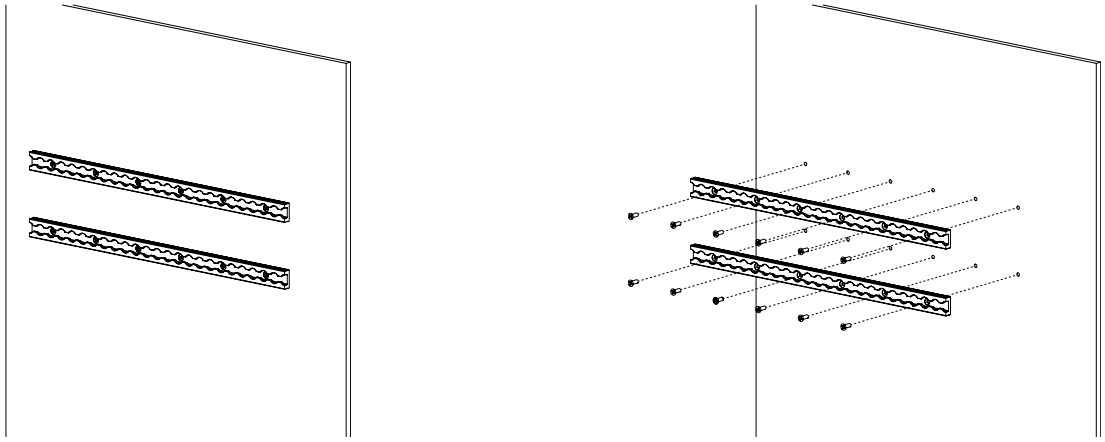

Figure 27: Removing the load-bearing tracks (vertical installation illustrated)
3. Unscrew and remove the load-bearing tracks using a Phillips-head screwdriver #2 (Figure 27). The screws and tracks **will not be reused**. Refer to your established internal protocols and the environmental laws that apply to your jurisdiction for the proper disposal of the part.